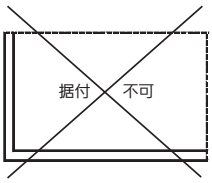

図 3
①有効吸込面積[St]が必要吸込面積[Sr]より大きい。
②隣り合う2面の面積（S12、S23、S34、S41）の内で、最小の値が[Sr]の25%以上あること。(図3、4参照)